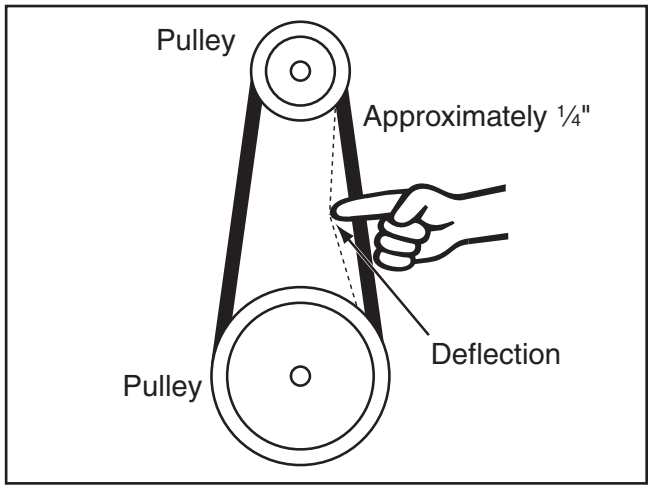

Figure 50. Checking belt tension.
3. Check belt condition and deflection. The belt is properly tensioned if there is approximately ¼" deflection. Deflection is checked by pushing belt with moderate pressure, as shown in **Figure 50**, and noting how much it moves.